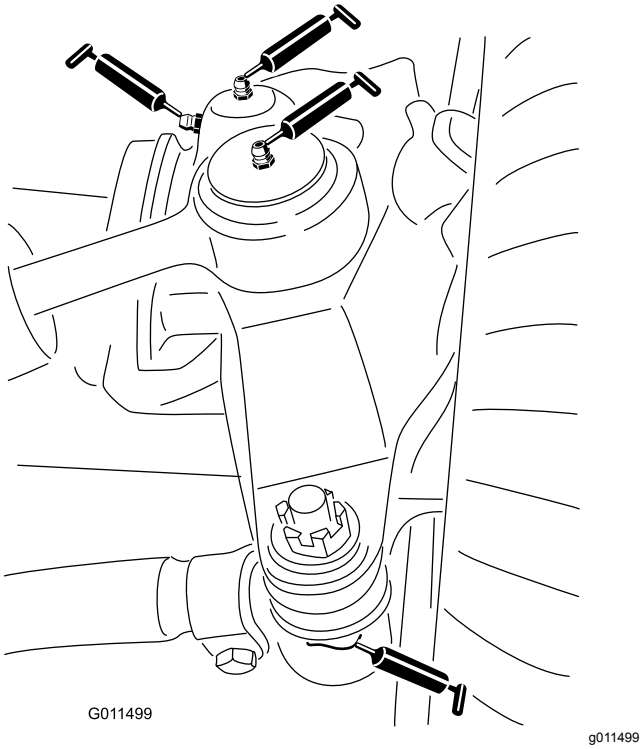

Figur 62
- Styretøjscylinderens kugleled (2) (Figur 62)
- Forbindelsesstangens kugleled (2) (Figur 62)
- Styreboltbøsninger (2) (Figur 62).